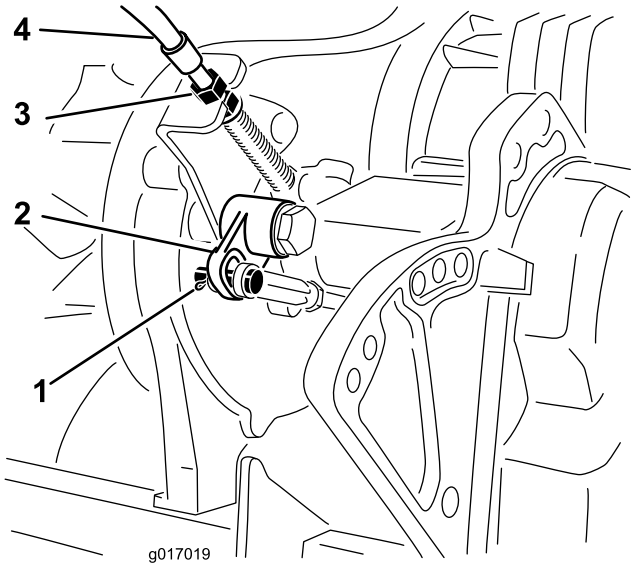

Figuur 46
Opmerking: Als dat het geval is, stel dan de contramoeren aan het tussenschot af (Figuur 46) om de speling van de kabel te halen zonder de veer uit te rekken.
4. Verwijder de borgpen en de gaffelpen waarmee de gaffel van de stang van de haakse hefboom bevestigd is aan de haakse hefboom (Figuur 46).
5. Maak de gaffel los van de haakse hefboom (Figuur 46)
8. Aan het schot van de transmissie (Figuur 46), stelt u de contramoeren van de kabel af om de afstand tot de haakse hefboom te verkleinen en de voorgaande afstelling te compenseren.